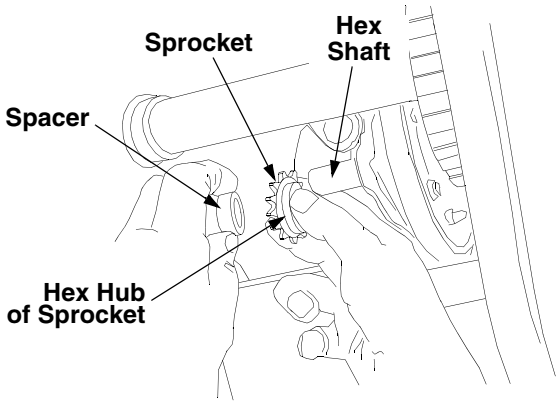

Figure 26
- Slide the hex hub of the sprocket onto the left end of the hex shaft. Slide the spacer onto the shaft. See Figure 26.